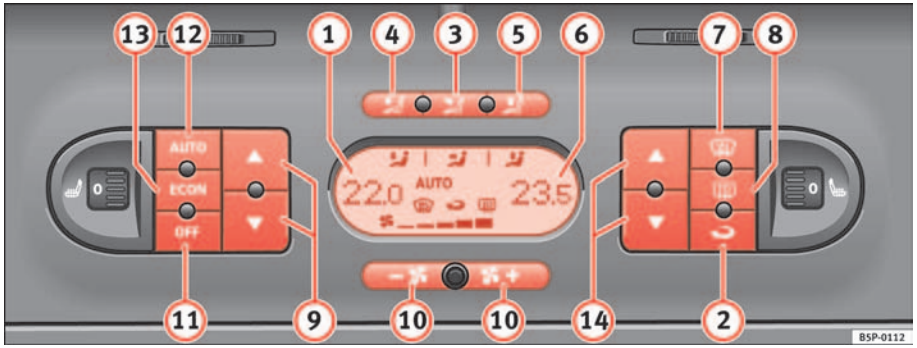

Fig. 126 On the dash panel: 2C Climatronic controls
– Press the temperature control buttons ⇒ page 154, fig. 126 (9) or (14) in order to adjust the temperature on the left hand side or the right hand side respectively.
– Press the button AUTO ⇒ page 154, fig. 126. “AUTO” is shown on the display. ▶